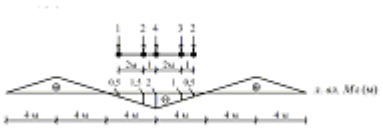

Рисунок 2.8
2) На рис. 2.8 показано положение системы грузов, при котором в сечении k возникает минимальный (наибольший со знаком минус) изгибающий момент. Критическим грузом является сила 4 кН, так как при переходе этого груза через вершину знак производной M_k меняется с "-" на "+":